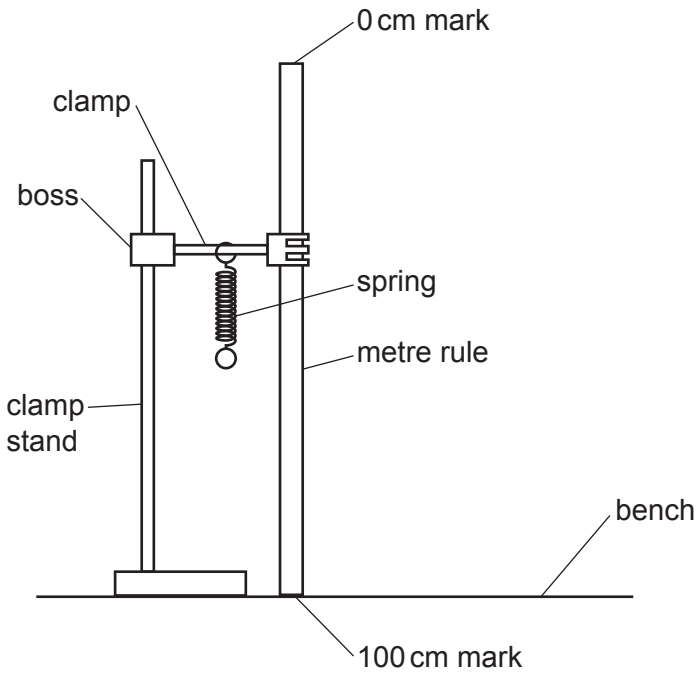

Fig. 3.1
1. The apparatus is to be set up for the candidates as shown in Fig. 3.1. The spring is to be suspended from the clamp, supported by a boss and stand. The spring must be sufficiently high above the laboratory bench so that when the 0.80 N load is suspended from the spring, the bottom of the load is above the surface of the bench.
Check that the apparatus is set up ready for the next candidate, as shown in Fig. 3.1, with the spring near to the metre rule.